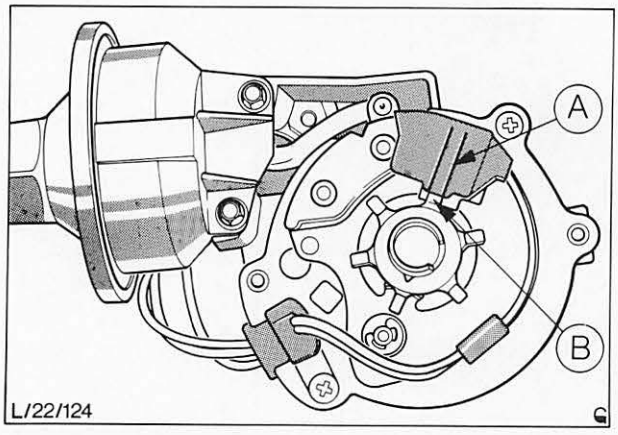

Abb. 45 Ankerpol 1. Zylinder fluchtet mit Linien am Magnetspulengehäuse
8. Ganzen Zündverteiler so weit verdrehen, daß der Ankerpol für den 1. Zylinder mit den Markierungslinien am Magnetspulengehäuse übereinstimmt, Abb. 45.